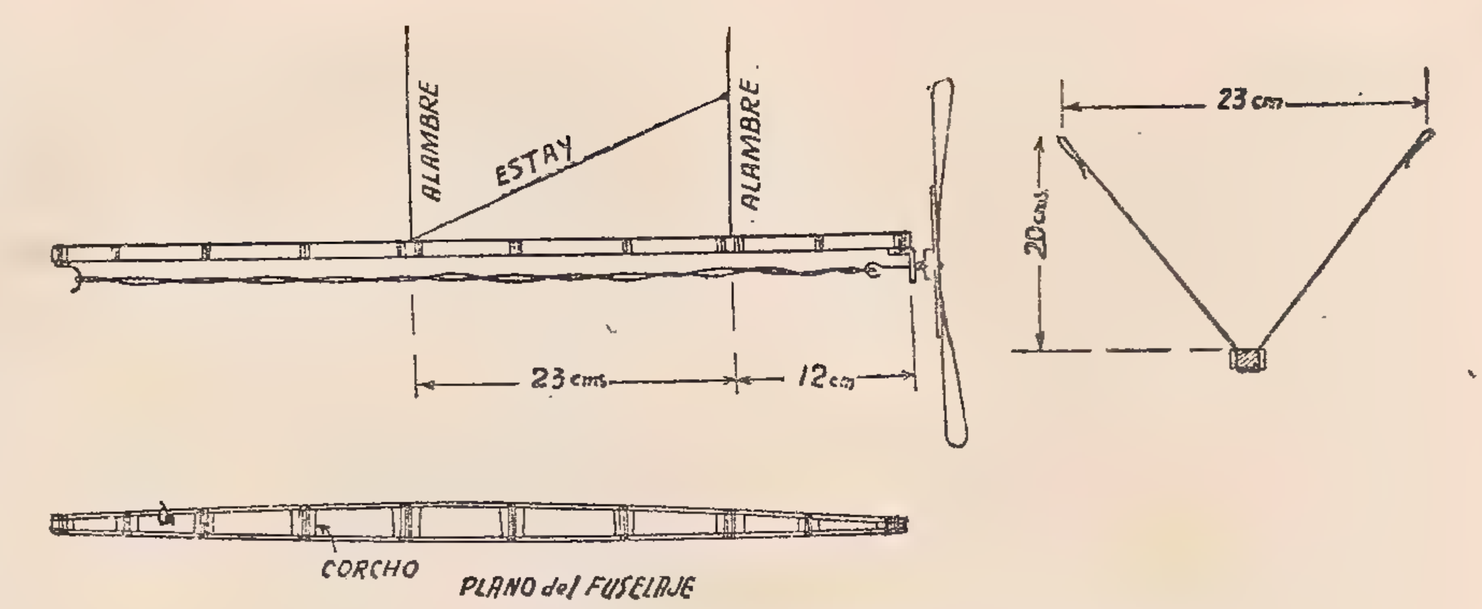

Fig. 5. — El fuselaje y mecanismo propulsor.
**El mecanismo propulsor** — La hélice y el motor de goma aparecen ilustrados en la fig.5, y constituye una unidad independiente diseñados especialmente para conseguir la mayor ligereza posible. El conjunto del mecanismo propulsor, incluyendo los alambres suspensores, debe pesar solamente unos 21 ó 22 gramos. El fuselaje se hace con dos tiras de madera de abedul, de 6 mm. de ancho por 2 mm. de espesor por 60 cms. de largo. Estas se mantienen espaciadas con pedacitos de corcho colocados a intervalos de 7 cms., pegados con cola y atados con hilo de coser. Los corchitos miden 3 mi-